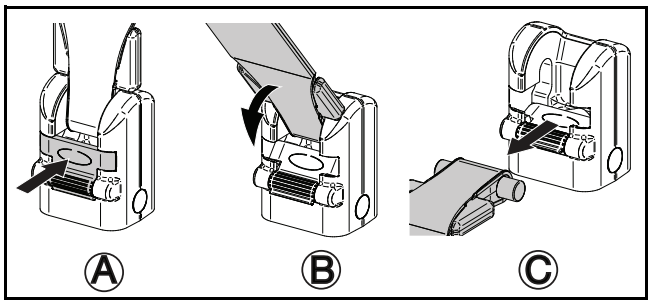

Fig. 4
2) Åbn låseanordningen, der holder stroppen på plads, ved at skubbe den indad (se Fig. 4 A).
3) Roter stroppen mod låseanordningen (se Fig. 4 B).
4) Træk stroppen ud af beslaget (se Fig. 4 C).